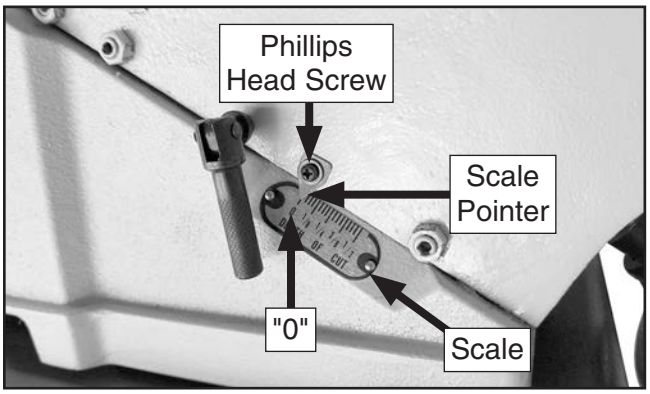

Figure 73. Depth-of-cut scale set to "0".
5. Loosen Phillips head screw, adjust scale pointer to point to "0", then re-tighten screw. (see **Figure 73**).